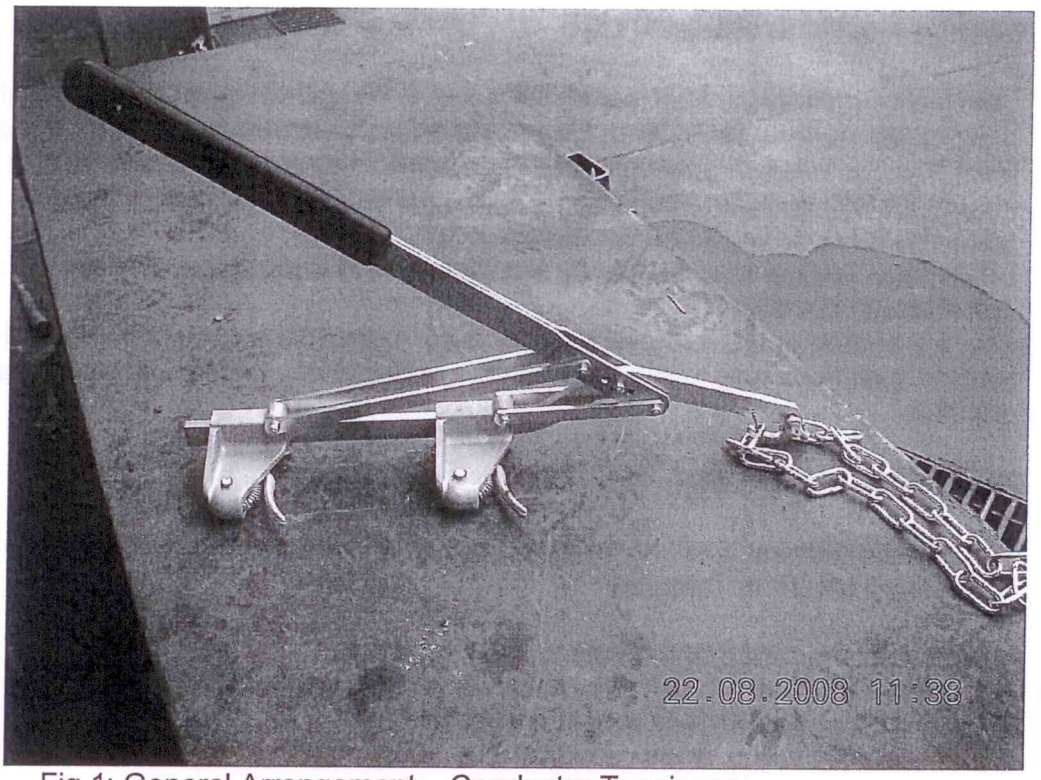

Fig 1: General Arrangement – Conductor Tensioner
c) The conductor tensioner shall be as per Fig 1.